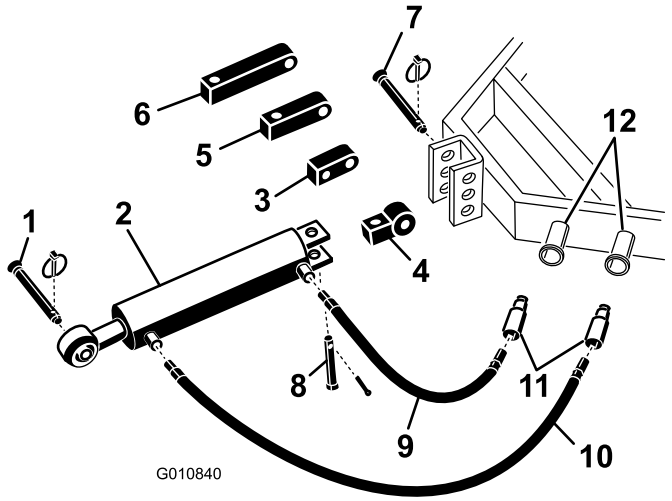

Figuur 5
1. Bevestig het uiteinde van de schakel aan de tractor met behulp van de pennen die bij de tractor zijn geleverd (Figuur 5). Plaats de hydraulische bovenste schakel zo, dat het uiteinde met de stang in de richting van de beluchter wijst. De cilinderpoorten moeten naar de het hydraulische hulpaggregaat van de tractor wijzen.
Opmerking: Als de hydraulische cilinder moet worden geplaatst met de poorten naar boven gericht, gebruik dan het draaiblok in plaats van het standaard montageblok om de cilinder te herplaatsen (Figuur 5). In plaats van het draaiblok kan een hydraulische fitting van 90 graden worden gebruikt (fittings niet meegeleverd).
A. Verwijder de borgpen en pen waarmee het standaard verbindingsstuk aan de cilinder is bevestigd (Figuur 5). Verwijder het verbindingsstuk van de cilinder.
B. Monteer het draaiblok op de cilinder met de pennen die u eerder hebt verwijderd (Figuur 5).
2. Sluit de hydraulische slang van 106,7 cm aan op de poort van de hydraulische schakel die zich het dichtst bij de beluchter bevindt Figuur 5. Breng Teflon tape of afdichtmiddel aan op de draaduiteinden van de slangen om lekken te voorkomen.
3. Sluit de hydraulische slang van 76 cm aan op de poort van de hydraulische schakel die zich het dichtst bij de tractor bevindt Figuur 5. Breng Teflon tape of afdichtmiddel aan op de draaduiteinden van de slangen om lekken te voorkomen.
Als de hydraulische cilinder de montagebeugel niet bereikt, gebruik dan een verlengblok in plaats van het standaard montageblok om de cilinder aan de tractor te bevestigen (Figuur 5).
B. Monteer een verlengblok met de gewenste lengte aan de cilinder met de pennen die u eerder hebt verwijderd (Figuur 5).